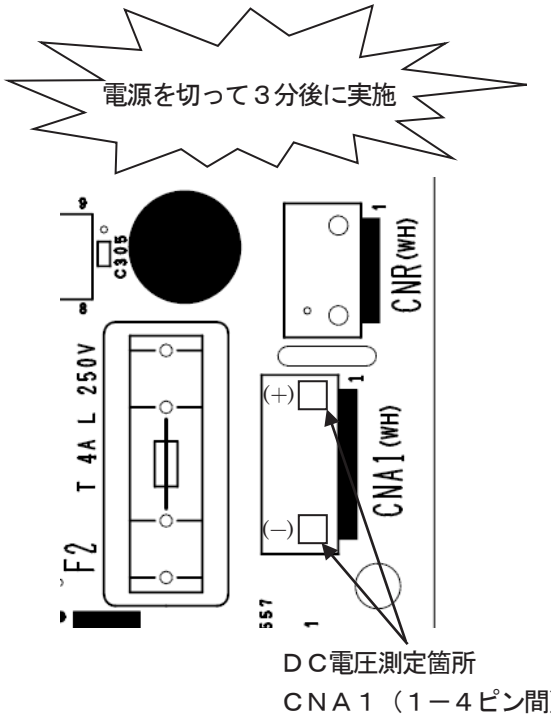
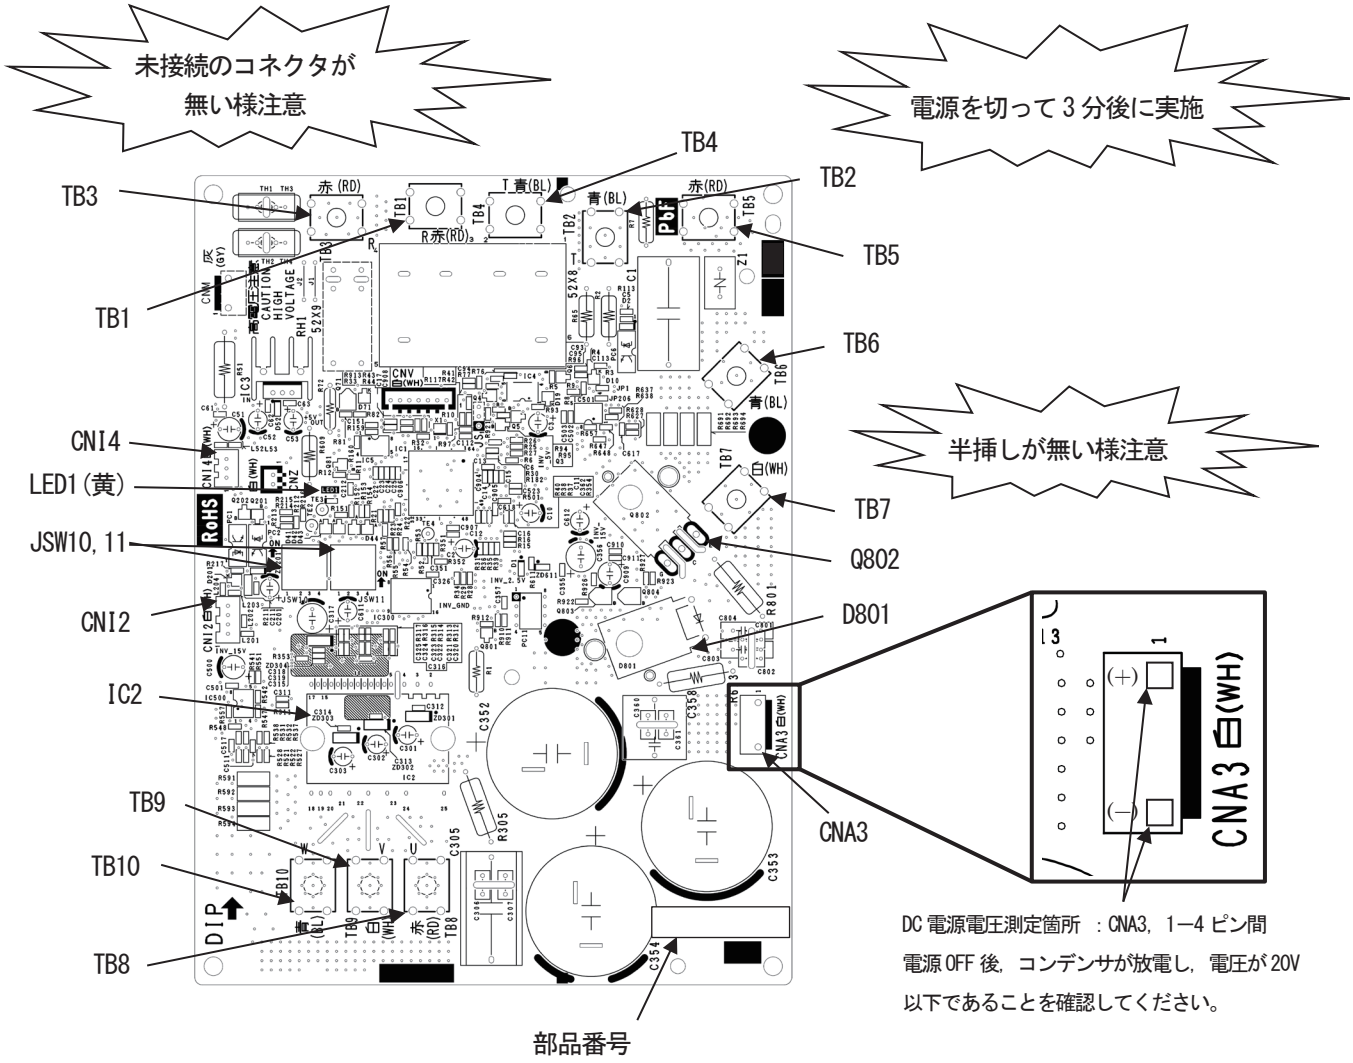

図 2 部品配置拡大図
図3. 対象基板（インバータ基板）の部品配置図
下記の要領でインバータ基板 (図 3) の交換を行ってください。インバータ基板搭載箇所は図 2 を参照してください。
① 交換作業は，電源を切って 3 分後に実施してください。(電源 OFF 直後はコンデンサが放電されておらず，高電圧状態で危険なため，コントローラを触らないでください。また，リアクタが高温になっていますので，リアクタには触らないでください (図 2 参照))
④ 図 2 の様に制御面を開き，図 3 で示すインバータ基板の CNA3 の 1 － 4 ピン間の DC 電源電圧を測定し，20V 以下 (コンデンサ放電後の電圧) であることを確認してください。(※)